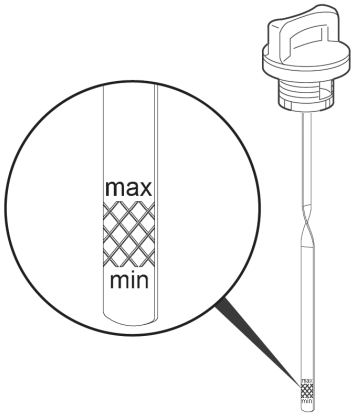

**Рис. 10 Уровень масла в картере двигателя**
5. Аккуратно вытащите щуп и осмотрите его. Уровень масла должен соответствовать верхней отметке «max» на щупе (Рис. 10).
4. Аккуратно извлеките щуп и осмотрите его. Уровень масла должен соответствовать верхней отметке на щупе. При недостаточном уровне масла в картере необходимо долить чистое масло до верхней отметки «max» на щупе (Рис. 10).